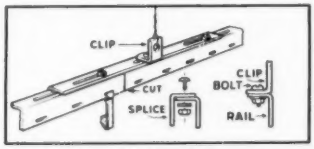
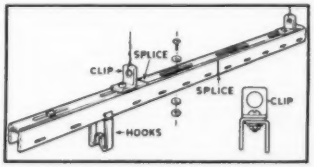

Fig. 4. Method of making splices in terminal rail are shown in this drawing
Fig. 5. Intermediate rail consists of two terminal rails bolted together to form an inverted "U" channel
**Step 1—First, prepare the rails for hanging.** Their length and location can be determined from the layout drawing such as Fig. 3. Hanging rail is a special lightweight, slotted angle iron, furnished in 10 ft lengths. There are two kinds of hanging rail: "terminal" and "intermediate." Terminal rail is used only to hang the outer ends of the panels as illustrated in Fig. 4. Intermediate rail consists of two terminal rails bolted together to form an inverted "U" channel as shown in Fig. 5.
Splices in the terminal rail may be made, Fig. 4, by butting two lengths together and bolting a third, short piece of rail to the joint. Splices in the terminal rail are made by staggering the joints when bolting the two angles together as shown in Fig. 4.
**Step 4—Attaching Hooks.** Prior to the final operation of hanging the panels it is necessary to hang the hooks from which the panels are suspended. Starting with the first hole, insert the hooks, round end up, in the hanging rails. Pinch these ends shut with a pair of large pliers. Hooks should be placed in the rail to provide two hooks per panel. Receiving slots in the end caps of the panels are 1½ in. from each side and are arranged as shown in Figs. 5 and 6. This means adjacent panels will have hooks 3 in. apart. In a 24 in. panel, hooks are 21 in. apart; they are 27 in. apart in a 30 in. panel.